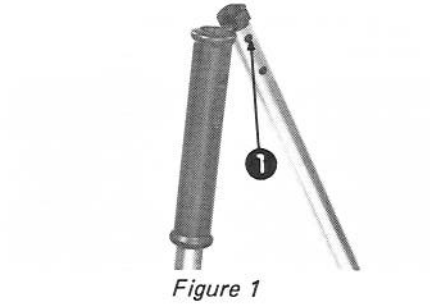

Figure 1
2. Enlevez et jetez la virole de l'intérieur de la partie supérieure du manche (Figure 1). INSPECTEZ LE CORDON D'ALIMENTATION. S'IL Y A DOMMAGE, N'ASSEMBLEZ PAS VOTRE TORO, CONTACTEZ LE MARCHAND.